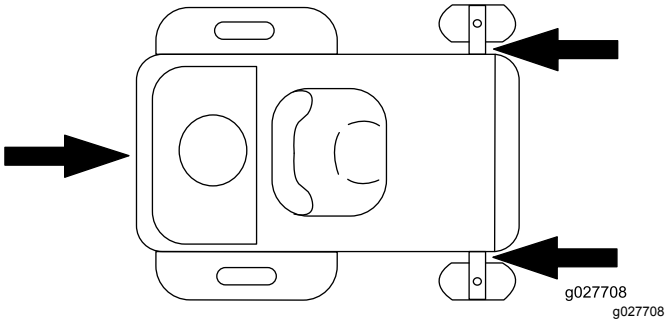

Figure 30
6. Arrimez la machine près des roues pivotantes avant et du pare-chocs arrière à l'aide de sangles, chaînes, câbles ou cordes (Figure 30). Reportez-vous à la réglementation locale concernant les exigences en matière d'arrimage.